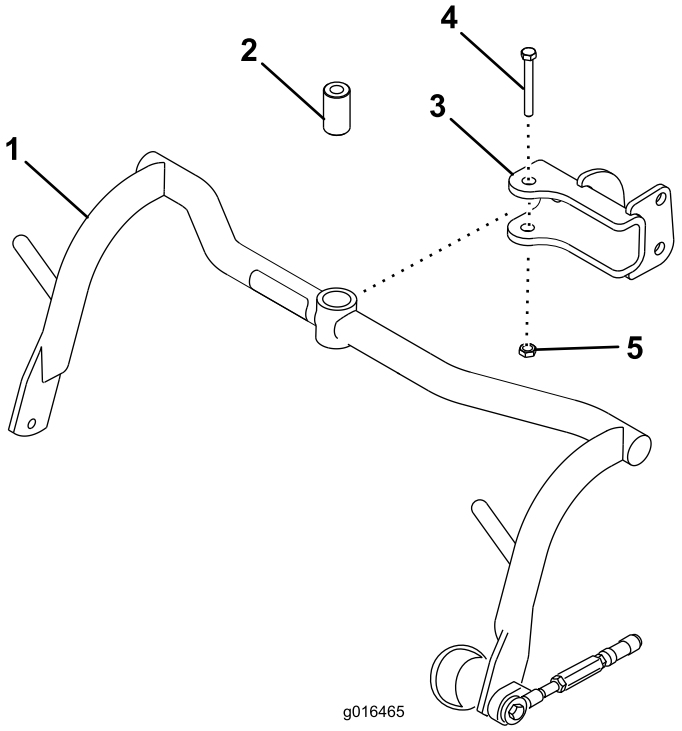

Figur 8
1. Monter en bærerammeenhed på hver gaffelbolt med en afstandsklods, en bolt på 1/2 x 3–1/4 tomme og låsemøtrik på 1/2 tomme (Figur 8). Spænd til 91-113 Nm.